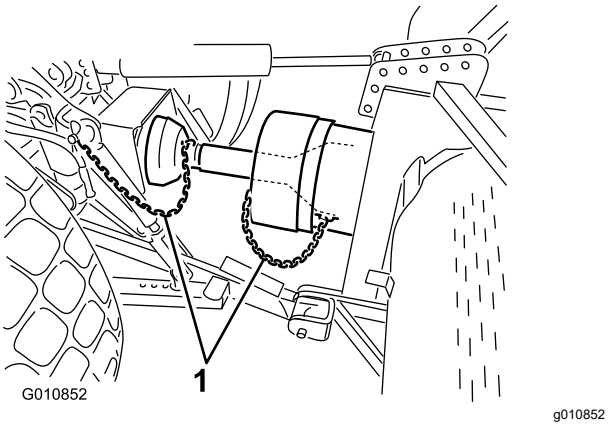

Bild 25
6. Schließen Sie die Abdeckungssicherheitsketten am Zapfwellenschutzblech und der Zugmaschinenhalterung an (Bild 25). Stellen Sie sicher, dass die Ketten locker hängen, wenn Sie den Aerifizierer anheben und absenken.